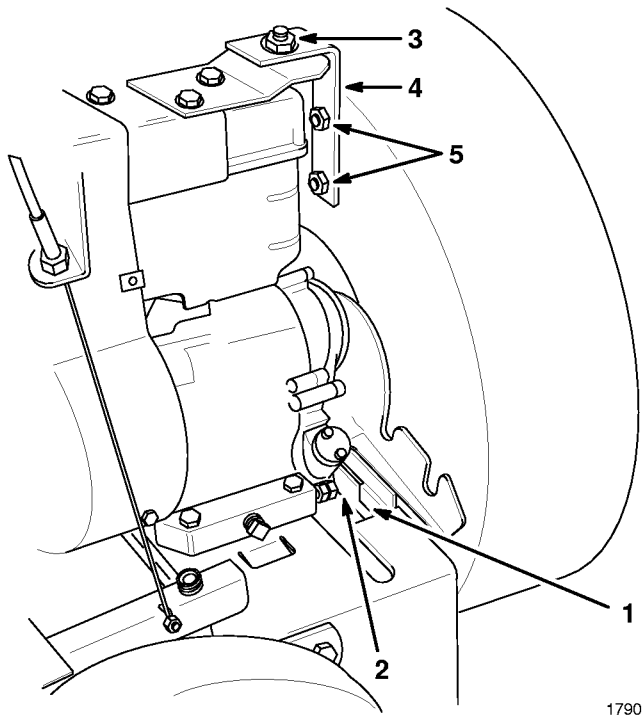

Figure 18
10. Reseat housing, nesting lower blower housing mounting bracket onto front edge of engine base (Fig. 18). Make sure the lower housing bracket nests into the front edge of the base.
11. Reinstall engine bracket on housing mounting studs with two locknuts. Reinstall flanged locknut on top of engine bracket (Fig. 18).